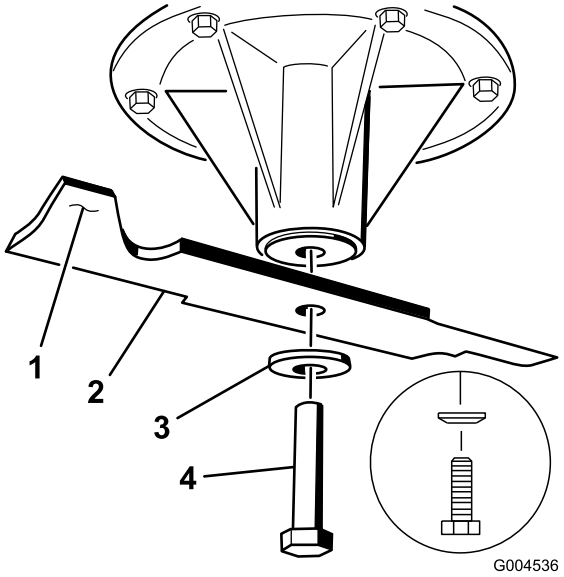

**Figur 81**
1. Monter kniven på spindelakselen (Figur 81).
2. Monter fjærskiven og knivbolten (Figur 81).
**Merk:** Fjærskivekonusen må monteres mot bolthodet (Figur 81).